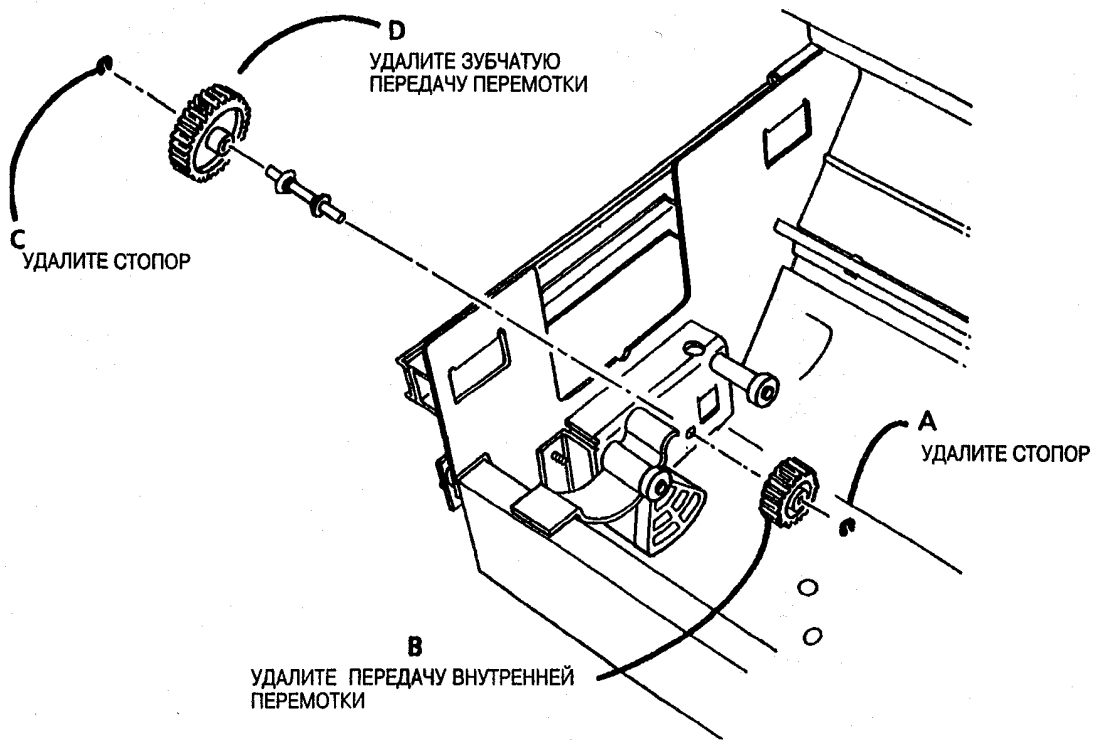

Рис. 1. Удалите зубчатые передачи перемотки
4. (Рис. 1): Удалите зубчатые передачи.